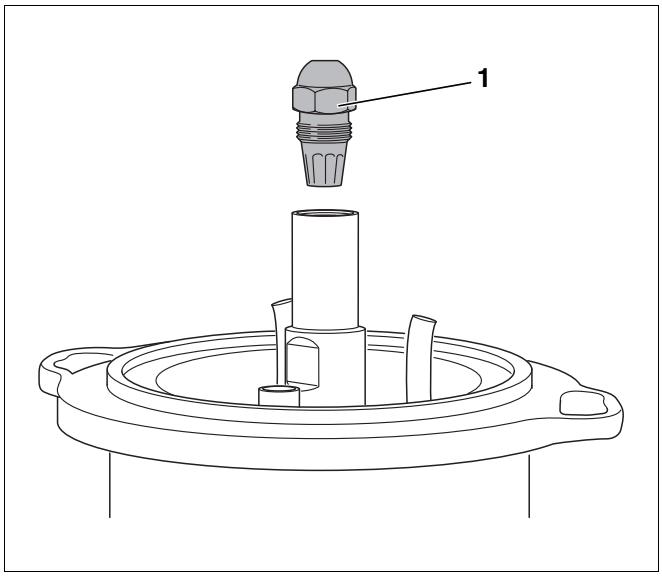

Abb. 26 Düse demontieren
- Düse (Abb. 26, **Pos. 1**) mit zwei Schraubenschlüsseln SW 16 und SW 19 lösen und abnehmen.
- Düse demontieren (Abb. 26, Seite 27).